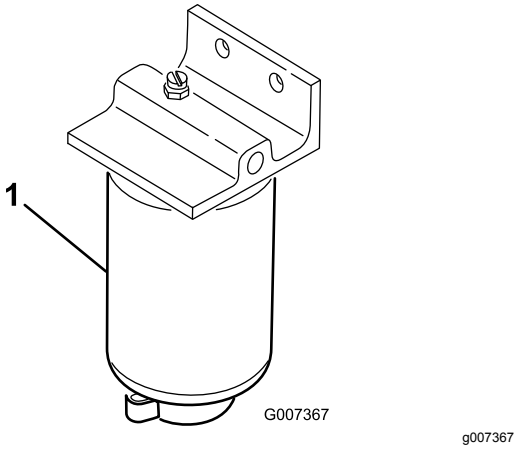

Figur 58
1. Anbring en ren beholder under brændstoffilteret (Figur 58).